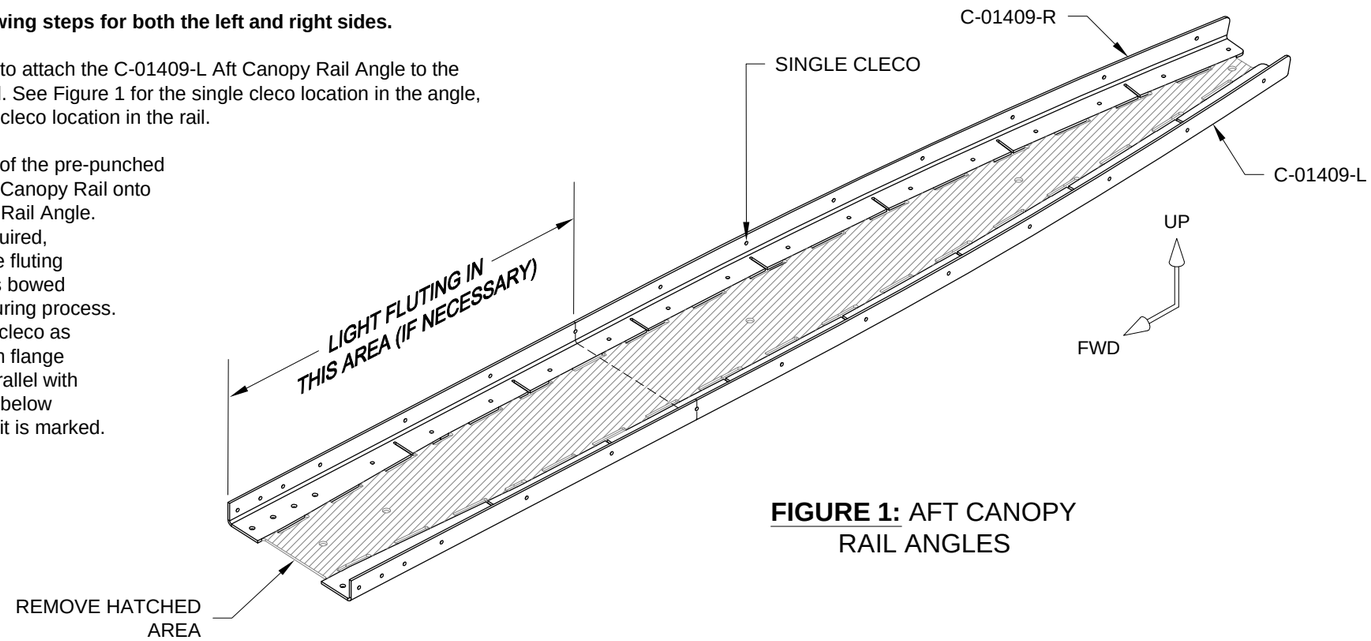

FIGURE 1: AFT CANOPY RAIL ANGLES
Step 2: Use a single cleco to attach the C-01409-L Aft Canopy Rail Angle to the C-01407-L Aft Canopy Rail. See Figure 1 for the single cleco location in the angle, and Figure 2 for the single cleco location in the rail.